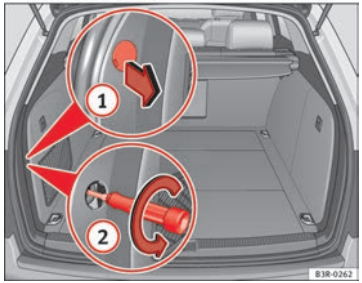
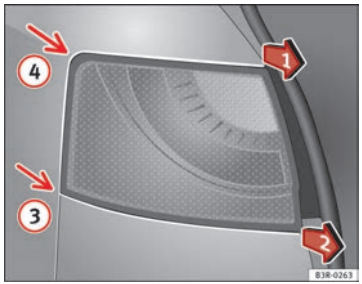

Fig. 220 Luggage compartment: Location of the bolt securing the tail light unit
Fig. 221 Removing tail light from side panel
– Prise off the cover with a screwdriver in the slot ⇒ fig. 220 (1) and remove the cover (with all the retaining clips) from the opening.
– Carefully loosen the screw located behind the cover with a screwdriver, turning it anti-clockwise (arrows) (2).
– Gradually ease the tail light out of the housing (⇒ fig. 221 positions (3) and (4)) by pulling alternately in positions (1) and (2).